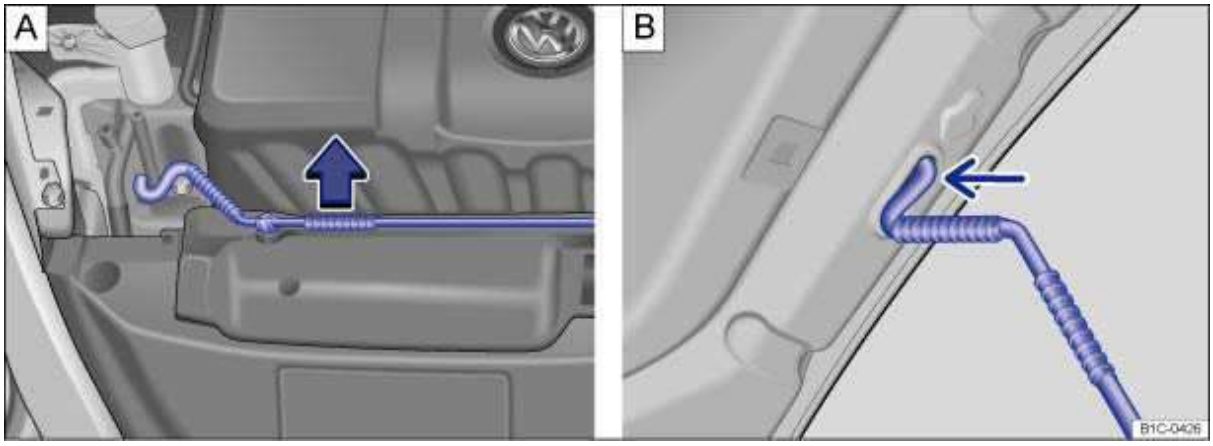

Fig. 115 A: Bracket for hood support in the engine compartment. B: Hood propped open.
- Pull the hood support out of its bracket in the direction of the arrow ⇒ fig. 115 **A** and insert it into the opening in the hood △(arrow).